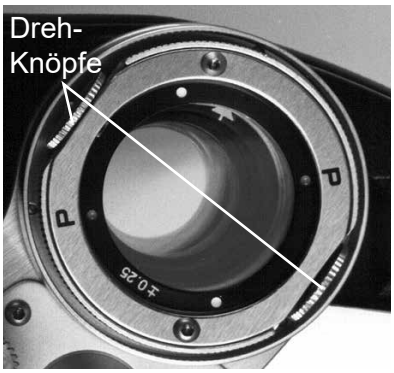

Abbildung IU-8 Kreuzzylinder-Einheit
4. Ein mit Daumen bedienbarer Drehknopf sorgt für ein schnelles Umschalten („Flipping“) der Kreuzzylinder. Siehe Abbildung IU-8.